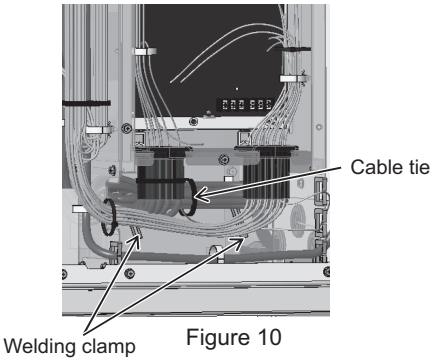

Figure 10
(13) Cut the cable tie and loosen the two welding clamps holding the strong electrical wiring at the bottom of the main control box. (See Figure 10.)